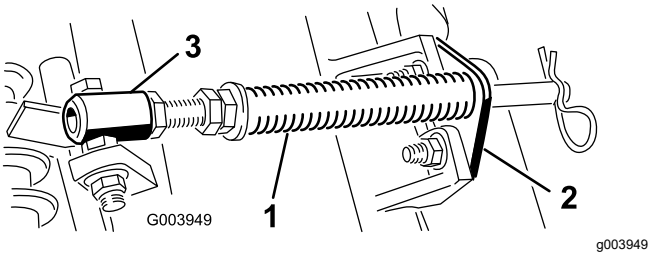

Figur 10
A. Demontera de två vagnskruvar och muttrar som håller fast stångbeslaget på klippenhetens flikar (Figur 10).
B. Demontera den flänsmutter som håller fast fjäderrörets bult på bärramens flik (Figur 10).